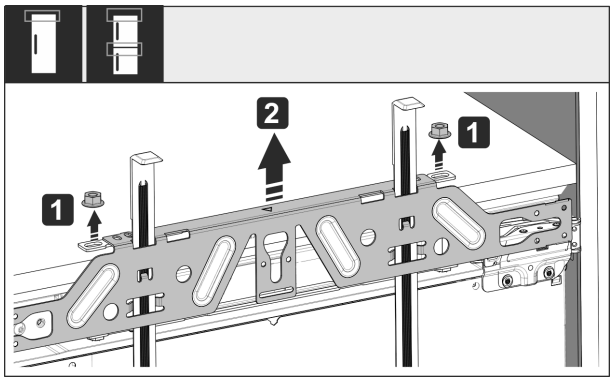

Fig. 53
▶ 松开锁紧螺母 *Fig. 53 (1)*。
▶ 取下安装横梁 *Fig. 53 (2)*。